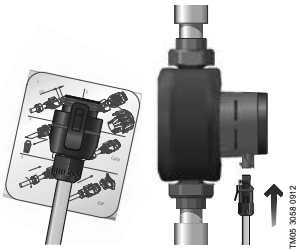

Рис. 10 Подключение к электросети
- Подключите насос к сети электропитания с помощью электроразъема, поставляемого с насосом (см. рис. 10).